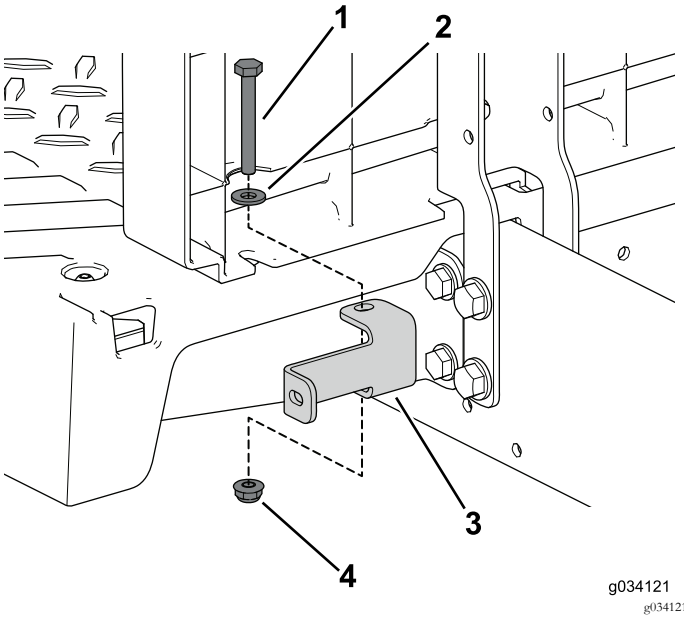

Figura 41
6. Utilice los 2 pernos (¼" x 2"), una arandela y una contratuerca para sujetar los soportes de panel izquierdo y derecho a la máquina (Figura 41).